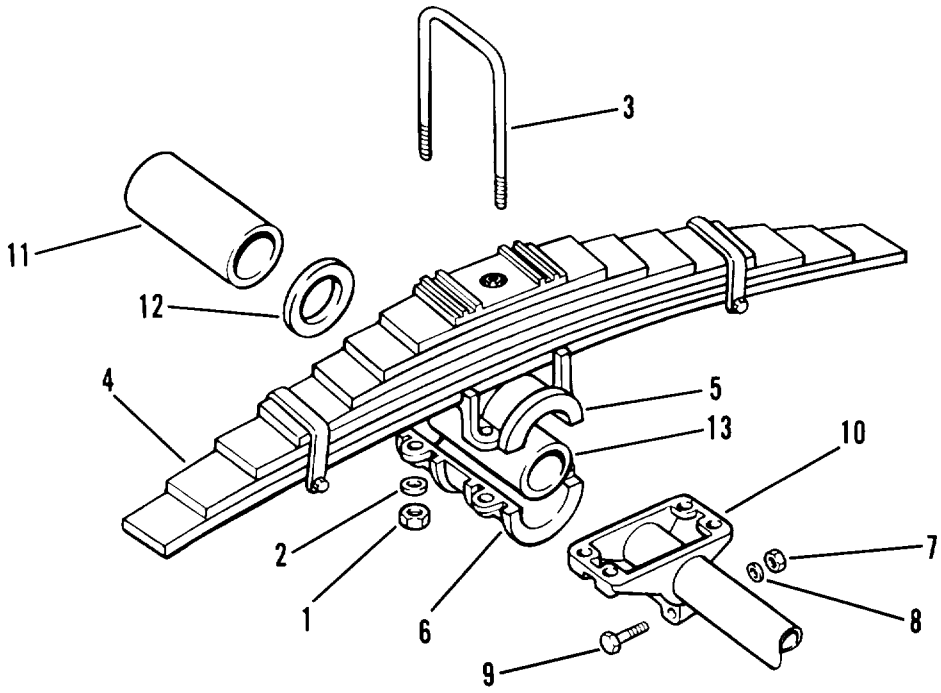

Figure 5-7. Trunnion tube
(1) Support both sides of frame.
(2) Using a suitable lifting device, raise semitrailer slightly.
(3) Remove four nuts (1, figure 5-7), washers (2) and two large u-bolts (3) from each set of springs (4).
(4) Lower semitrailer slightly.
(5) Remove upper trunnion caps (5) and lower trunnion caps (6).
(1) Clean and lubricate new trunnion tube (13, figure 5-7).
(2) Install trunnion tube (13). Be certain trunnion tube is centered evenly.
(3) Install washer (12) and teflon bushing (11) on each side of trunnion tube (13). Be certain teflon bushings (11) are evenly centered on trunnion tube (13).
(4) Install two bolts (9), washers (8) and nuts (7) on each trunnion hanger (10) (welded to frame).